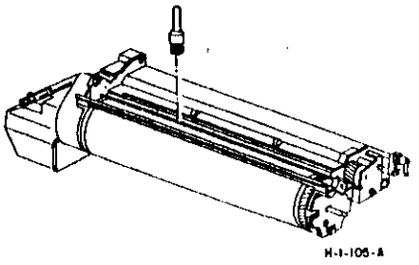

Рисунок 6. Очистка экрана
19. (Рисунок 6) Соблюдая особую осторожность, чтобы не поцарапать и не повредить фоторецептор, почистите экран мягкой кистью.